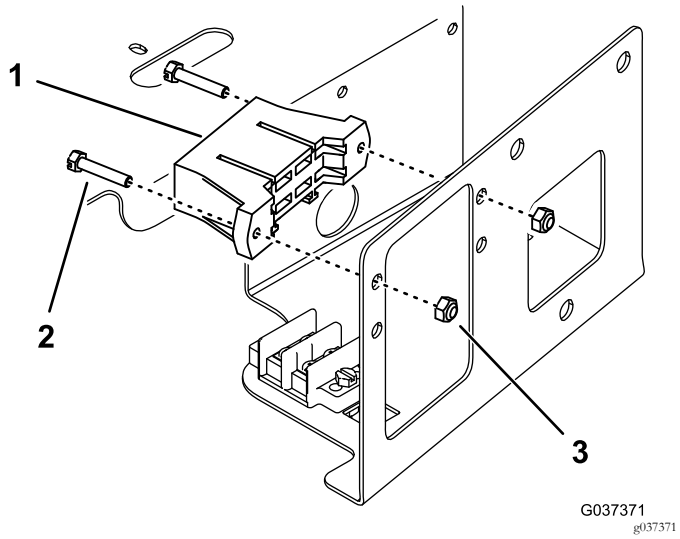

Figura 4
4. Monte el bloque de fusibles en el lateral del compartimento, encima del bloque de fusibles existente, con 2 tornillos y 2 contratuercas (Figura 4).